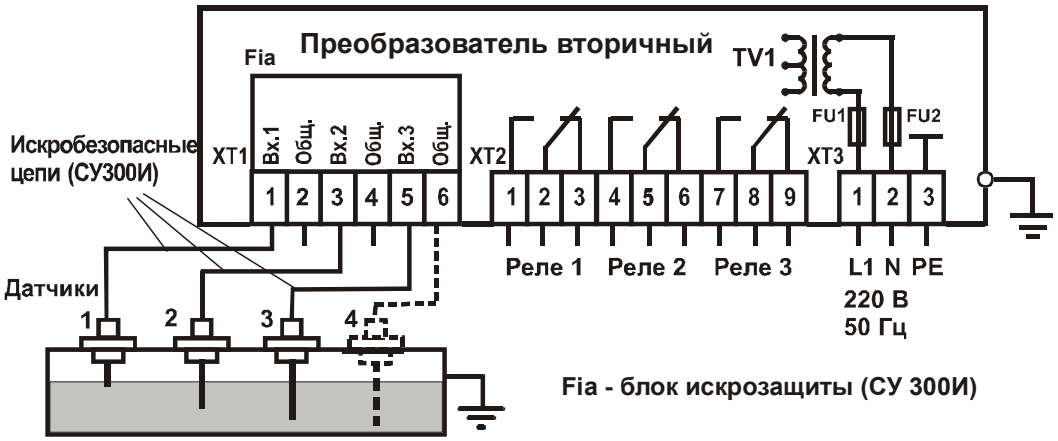

Рисунок 4 – Схема электрическая подключения
– подключить датчики ко вторичному преобразователю согласно схеме подключения (рисунок 4) и подать питание;
2.1.7 Металлический резервуар должен иметь соединение с заземляющим контуром. В случае использования сигнализатора уровня на неметаллических резервуарах должен быть установлен дополнительный датчик 4 (рисунок 4).
2.1.10 Электрический монтаж должен выполняться в соответствии со схемой подключения (рисунок 4) проводом или кабелем с медными жилами сечением 0,75 -2 мм^2.